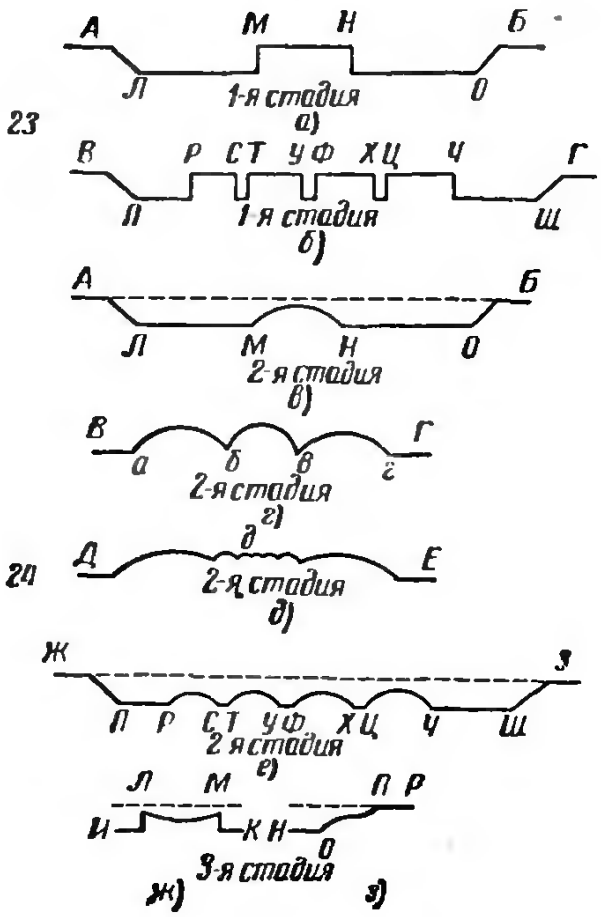

Рис. 62
На рис. 62 показаны основные стадии резьбы рис. 23 и 24 учебной доски.
В результате первой стадии резьбы получим профиль рисунка, показанный на рис. 62, *а а б.*
2) стамеской *№ 4* придать отдельным звеньям форму, показанную на рис. 62, *в, г, д* и *е.*
Третья стадия резьбы: 1) стамеской *№ 11* придать овальной фигуре у основания звеньев (см. рис. 24 учебной доски) форму, показанную на рис. 62, *ж* и *з;*